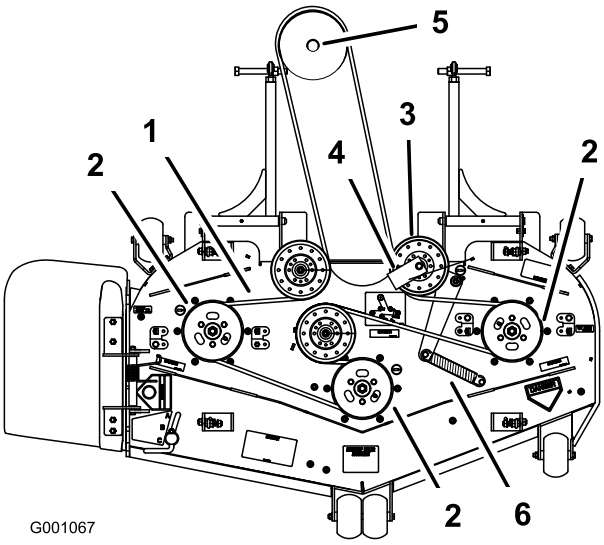

Figur 66
6. Monter den nye remmen rundt knivremskivene og girkasseremskiven under motoren (Figur 66).
7. Monter remføreren på den fjærbelastede lederullen i en vinkel på 45 grader som vist i Figur 66. Stram skruen til 37 til 45 Nm.
8. Monter ledefjæren på de to postene (Figur 66).